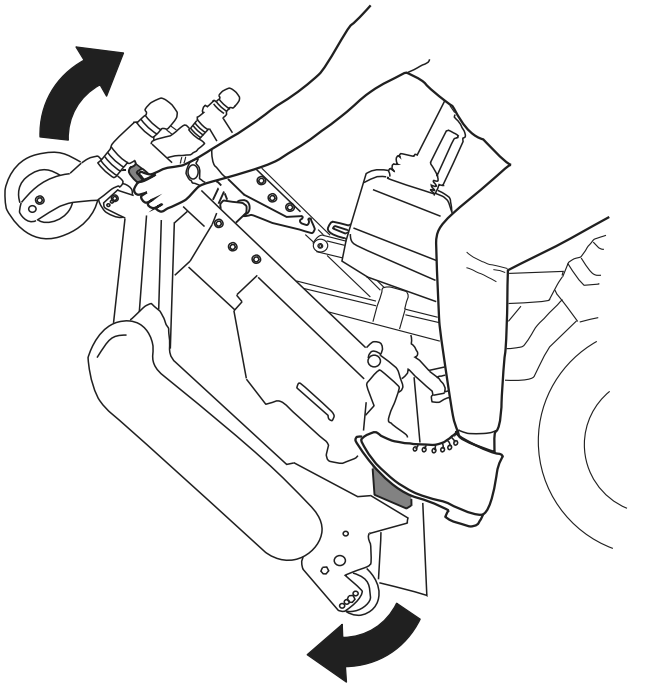
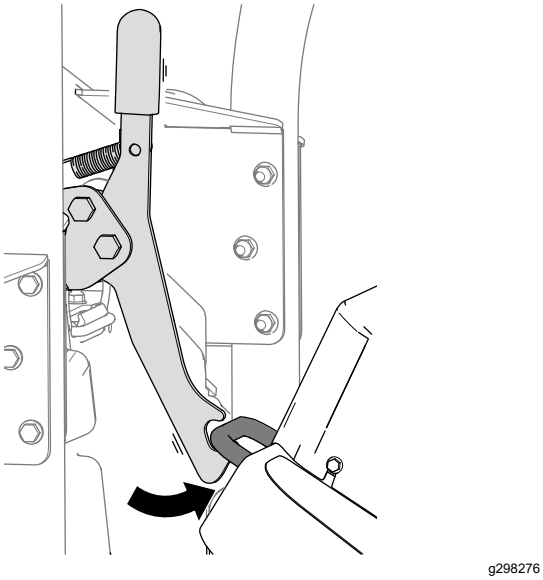
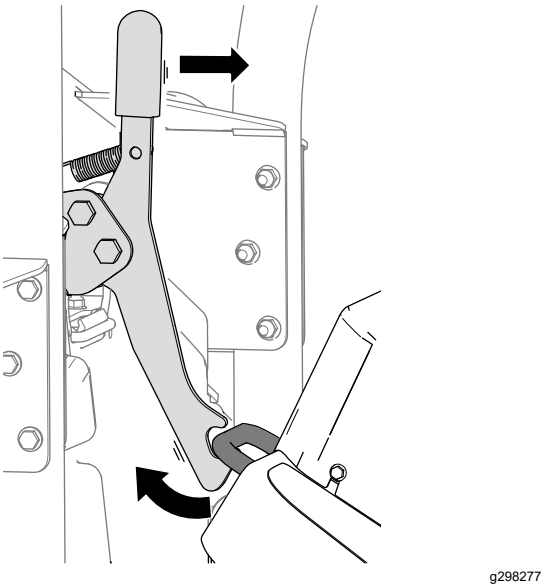

Figuur 37
Figuur 38
Figuur 39
5. Draai de maai-eenheid (Figuur 37) zodat de vergrendeling vastklikt met de bevestigingsbeugel (Figuur 38).
1. Zet de vergrendeling van de maai-eenheid vrij van de bevestigingsbeugel (Figuur 39) door de maai-eenheid lichtjes een beetje naar voren te draaien (zie Figuur 37) en de vergrendelhandgreep naar voren te trekken.